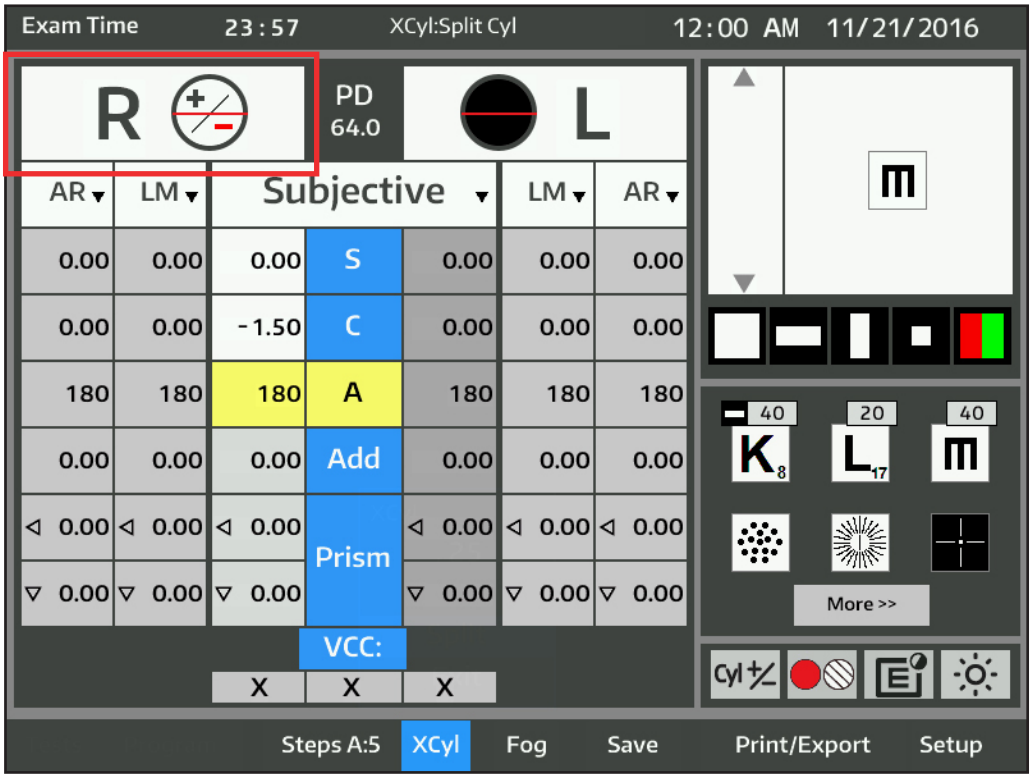

Figure IU-17 Cylindre croisé - Écran du test Split Cyl
1. Appuyer sur l'icône Étapes A:x au bas de l'écran qui indique le degré de modification de l'Axe. Se reporter à la Figure IU-17.